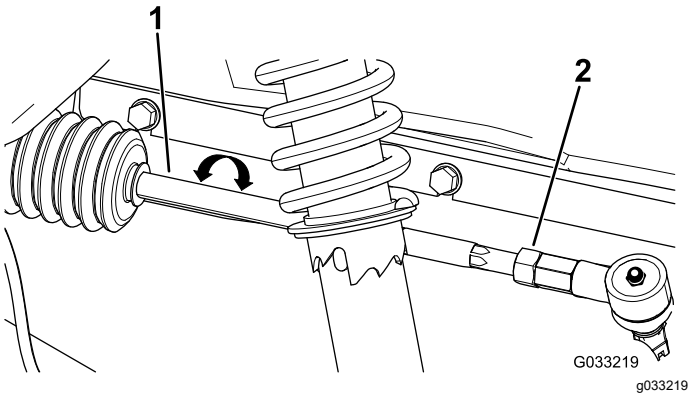

**Figur 57**
2. Hvis målene ikke er mellom 0 og 6 mm, løsne låsemutteren i den ytre enden av parallellstagene (Figur 57).